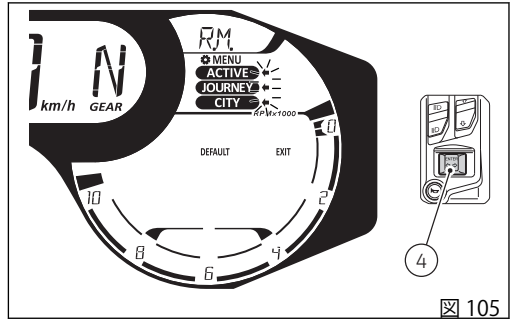

図 105
ボタン (4) を押すと、インストルメントパネルはすべてのライディングモードのドゥカティ初期設定値を回復します。インストルメントパネルには 2 秒間 3 つすべてのライディングモード “ACTIVE”、“JOURNEY”、“CITY” が固定表示され、ライディングモードの右側にある 3 つの矢印が点滅します (図 105)。